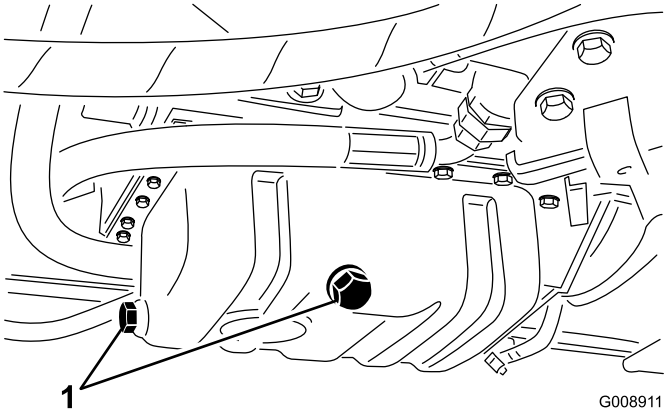

Figur 47
1. Ta bort någon av avtappningspluggarna (Figur 47) och låt oljan rinna ned i ett kärl. Sätt på avtappningspluggen igen när oljan har slutat att rinna.